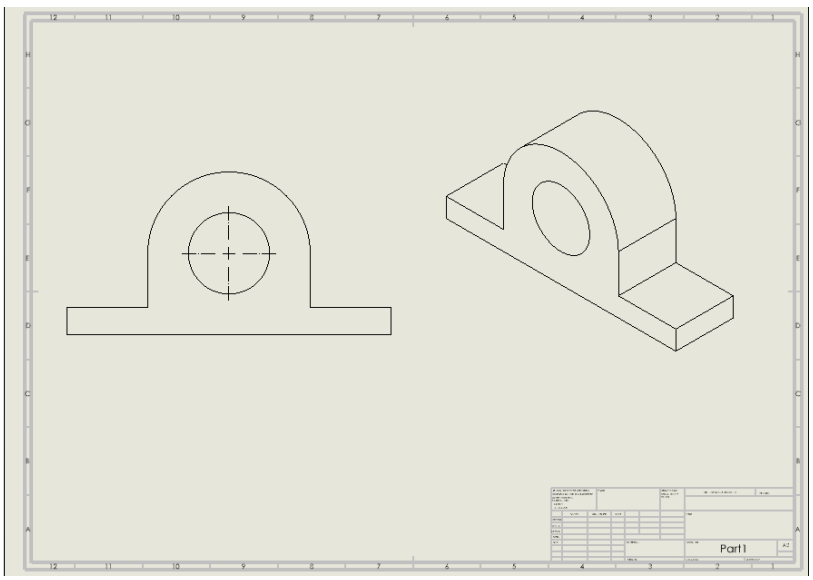

Figure 2-90 *Views placed on the drawing sheet*
3. Drag the Isometric view from the **View Palette** and place it at the top right corner of the drawing sheet, refer to Figure 2-90; the **View Palette** task pane is closed and the **Drawing View PropertyManager** is displayed.
5. Click on the **View Palette** tab to invoke the **View Palette** task pane again. Next, drag and drop the **Front** view on the sheet, refer to Figure 2-90; the **Projected View PropertyManager** is displayed and you are prompted to select a location to place the new view.